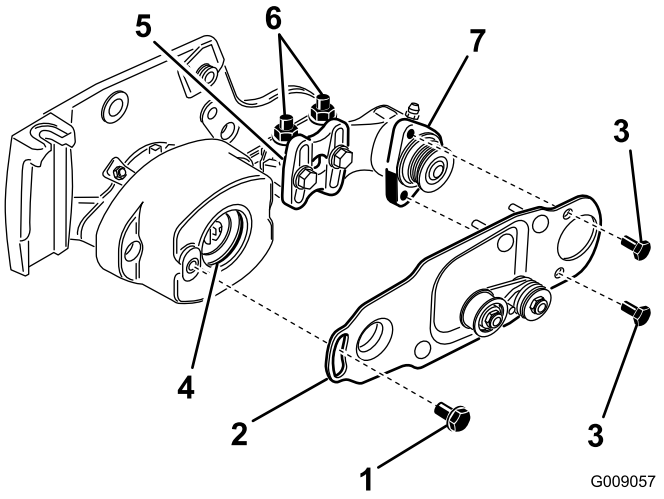

Figur 17
7. Ta bort de två huvudskruvar som fäster rullborstens svängplatta vid lagerhuset (Figur 17).
8. Ta bort den ansatsbult som fäster rullborstens svängplatta vid lagerhuset (Figur 17).
9. Ta bort svängplattan med mellanremskivan kvar på (Figur 17).